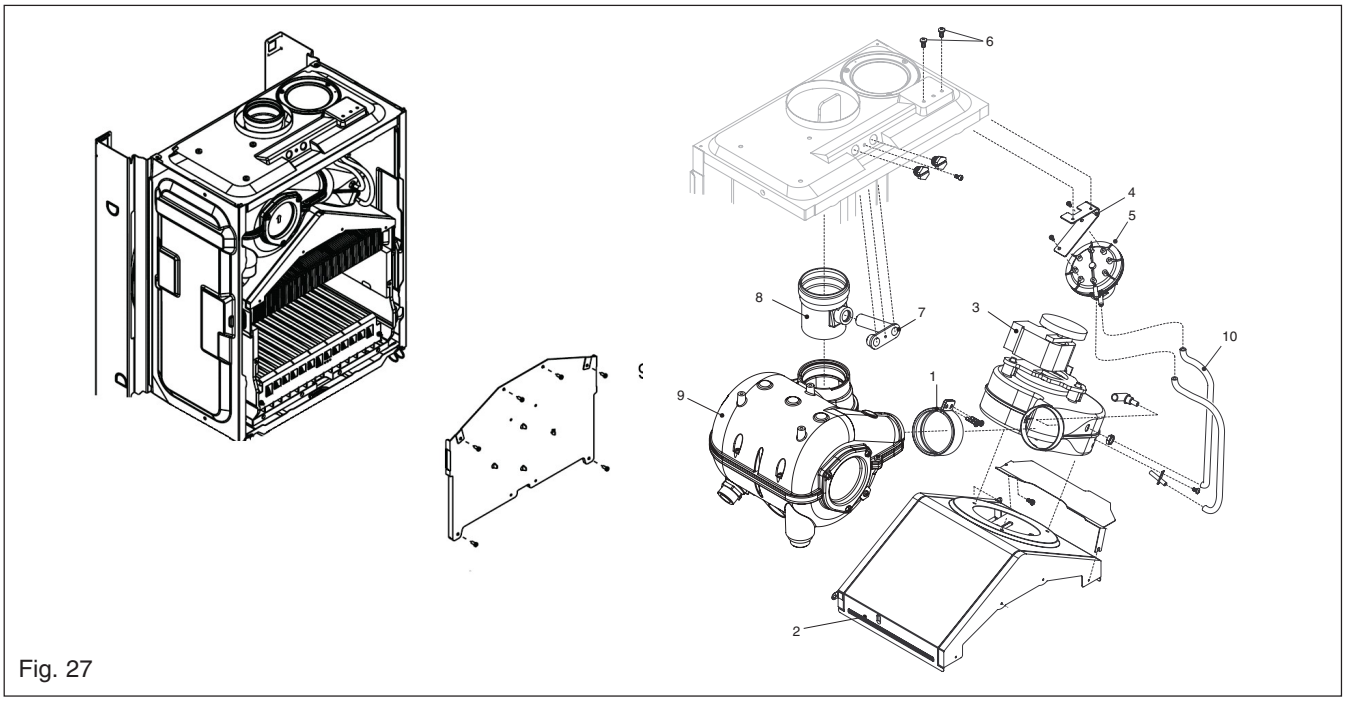

Fig. 27
6.16 FLUE FAN fig. 27
6.17 MAIN HEAT EXCHANGER fig. 27/28
6.18 AIR PRESSURE SWITCH fig. 27